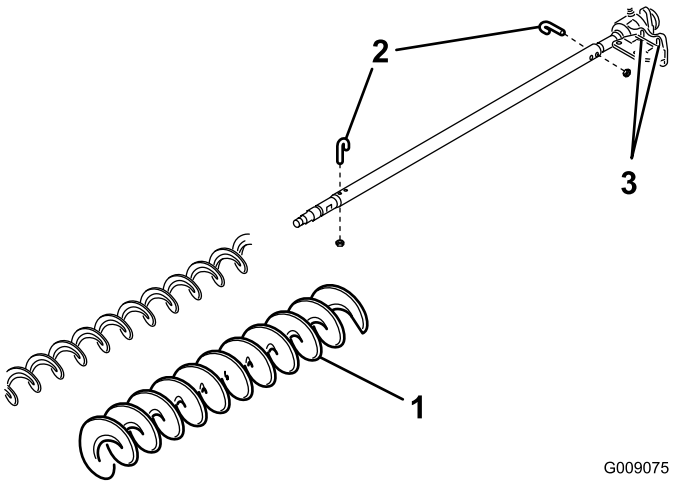

Bild 22
3. Entfernen Sie die zwei J-Schrauben und Muttern (Bild 22).
4. Schieben Sie die vorhandene Bürste von der Bürstenwelle (Bild 22).
5. Lösen Sie die zwei Schrauben, Scheiben und Muttern, mit denen das Antriebslagergehäuse an der Befestigungshalterung des Lagergehäuses befestigt ist (Bild 22).
6. Schieben Sie die Bürste für hohe Schnitthöhe auf die Bürstenwelle (Bild 22).
7. Klemmen Sie die Bürste mit zwei J-Schrauben und Muttern, die Sie vorher entfernt haben, auf die Welle (Bild 22).